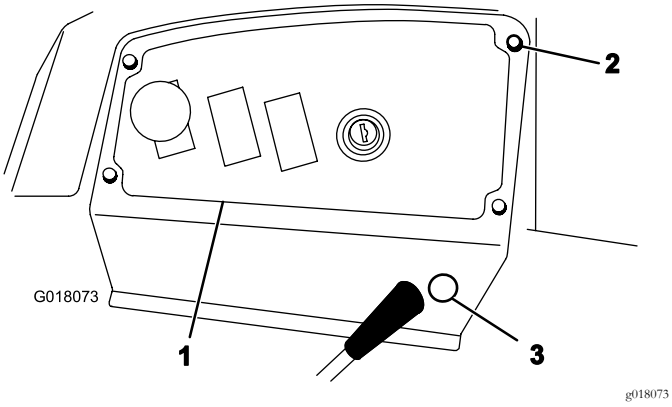

Figur 2
1. Ta bort de fyra vingskruvar som håller fast kontrollpanelens skydd på maskinen (Figur 2).
6. Ta bort pluggen som kan slås ut från sidan av kontrollpanelens skydd (Figur 2).